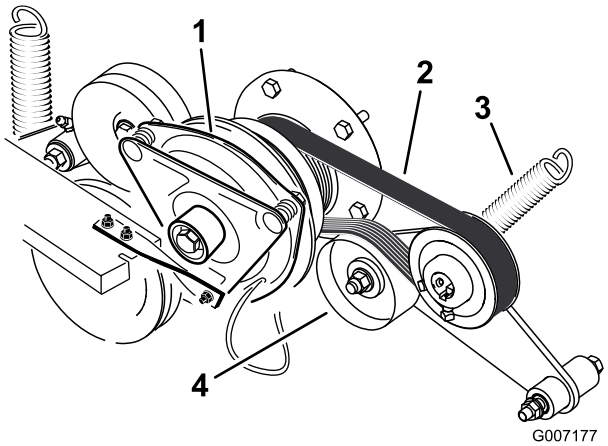

Figur 65
3. Tag fjederen af styrearmen (Figur 65).
4. Monter den nye rem omkring motorens og hydropumpens remskiver (Figur 65).
6. Monter fjederen på styrearmen (Figur 65).